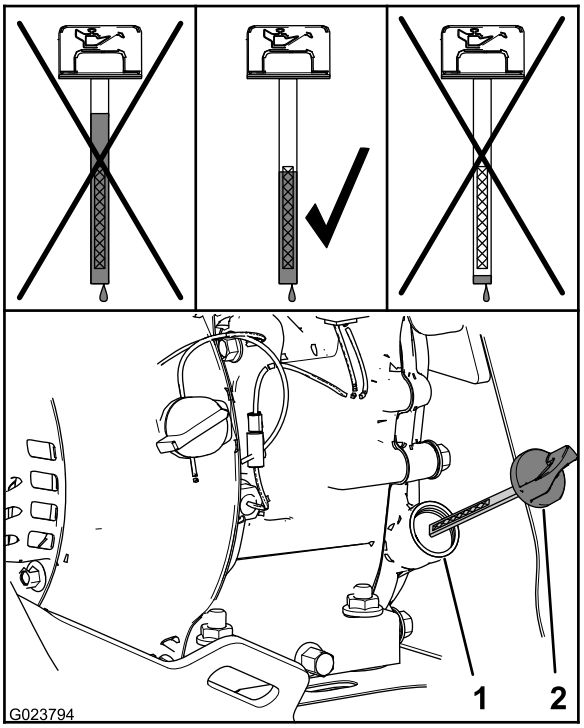

Rysunek 25
2. Wyjmij wskaźnik oleju i odczytaj poziom oleju (Rysunek 25).
Informacja: Poziom oleju powinien sięgać do górnego oznaczenia na wskaźniku (Rysunek 25).
A. Dolej odpowiedniego oleju do szyjki wlewu (Rysunek 25).